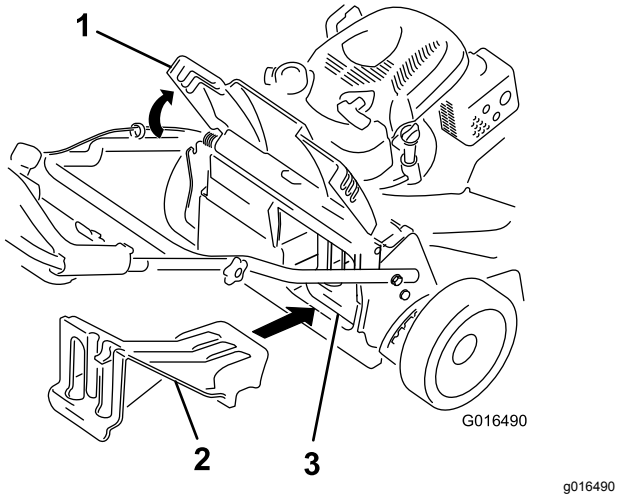

Bild 25
- Wenn die Heckauswurfklappe nicht eingesetzt ist, fassen Sie sie am Griff an, heben die Heckklappe an und setzen sie in den Heckauswurfkanal ein, bis der Riegel arretiert, siehe (Bild 25).
Wichtig: **Stellen Sie sicher, dass die Heckauswurfklappe eingesetzt ist, bevor Sie den Rasenmäher als Recycler einsetzen (Bild 25).**